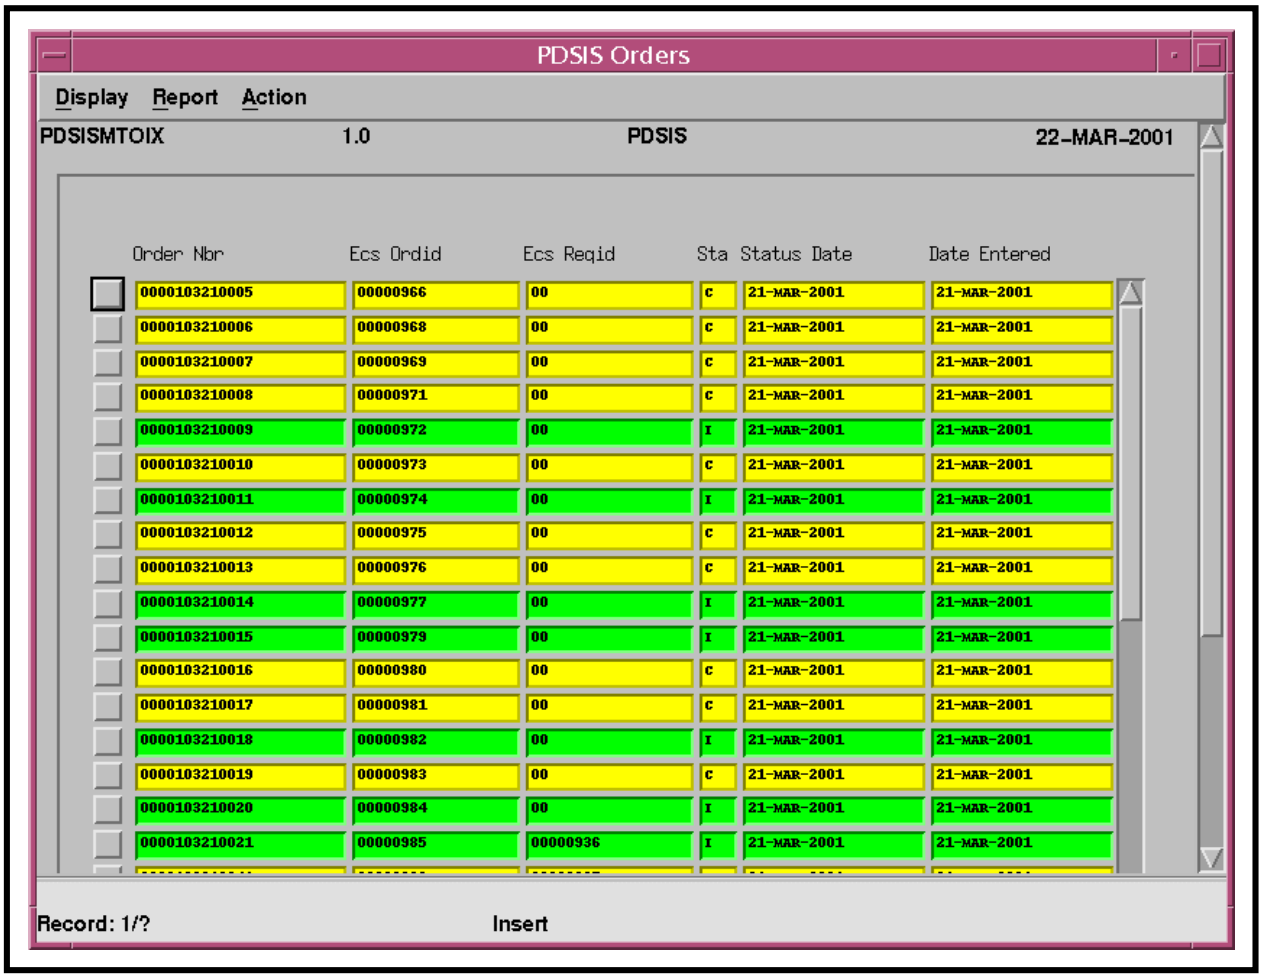

Figure 78. PDSIS Operator Interface (PDSIS OI) Main Screen
- The **PDSIS OI Main Screen** (Figure 78) is displayed.